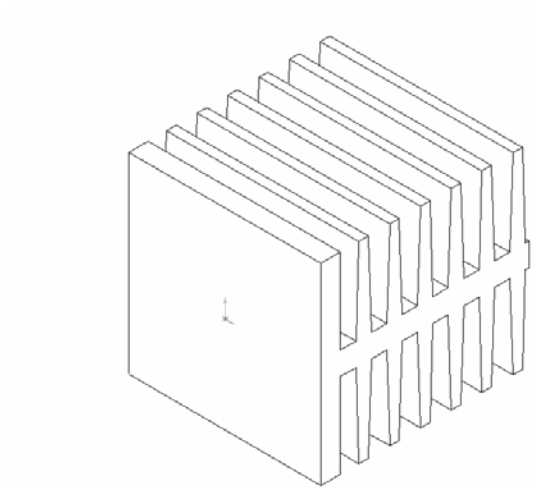

Рисунок 5.2 - Оребренный охладитель для полупроводникового прибора
10. Сохраните деталь *Heatsink1* (рис. 5.2).